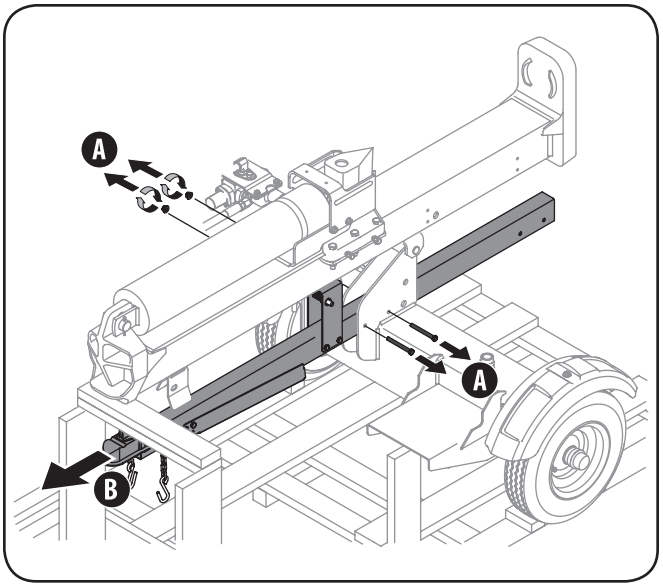
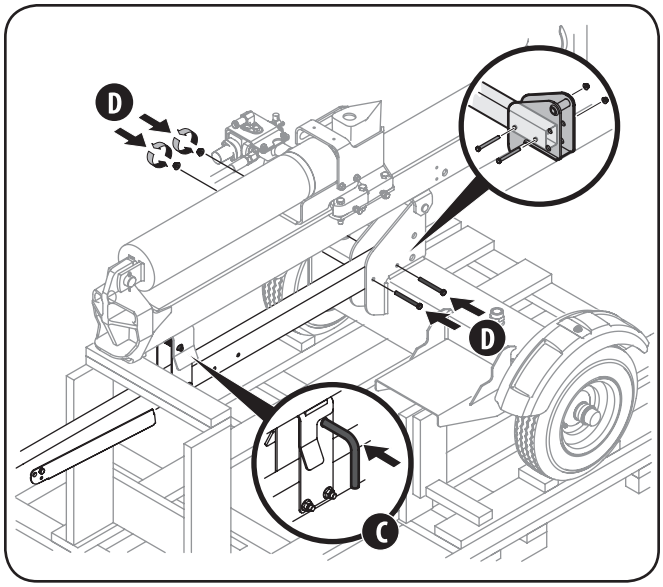

Figure 3-2
Figure 3-3
For shipping purposes, the tongue tube is secured to the logsplitter frame near its center. To reposition it, refer to Fig. 3-2 and Fig. 3-3 and proceed as follows:
C. Pull the beam lock outward, line it up with the hole in the beam bracket and release the beam lock. See Fig 3-3.
D. Fasten the tongue tube to the frame by reinstalling the two three-inch hex screws removed earlier and tightly securing with the two flange lock nuts. See Fig. 3-3.